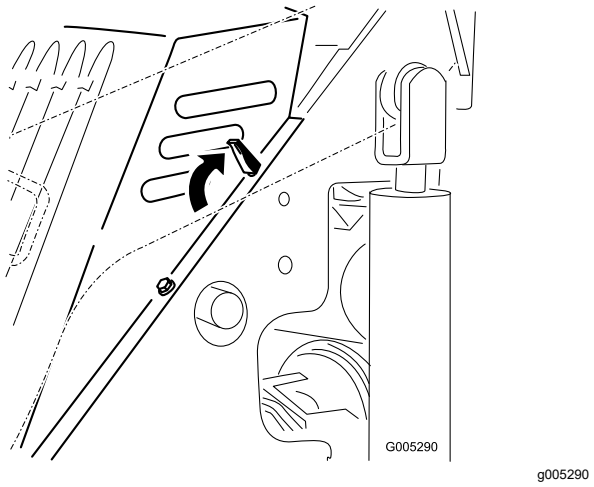

Rysunek 18
4. Zwolnij 4 zatrzaski blokujące (Rysunek 18).
1. Umieść pokrywę na ramie maszyny, dopasowując trzpienie pokrywy do otworów w ramie (Rysunek 18).
2. Zamocuj pokrywę poprzez dociśnięcie zatrzasków blokujących do przodu i w dół (Rysunek 18)